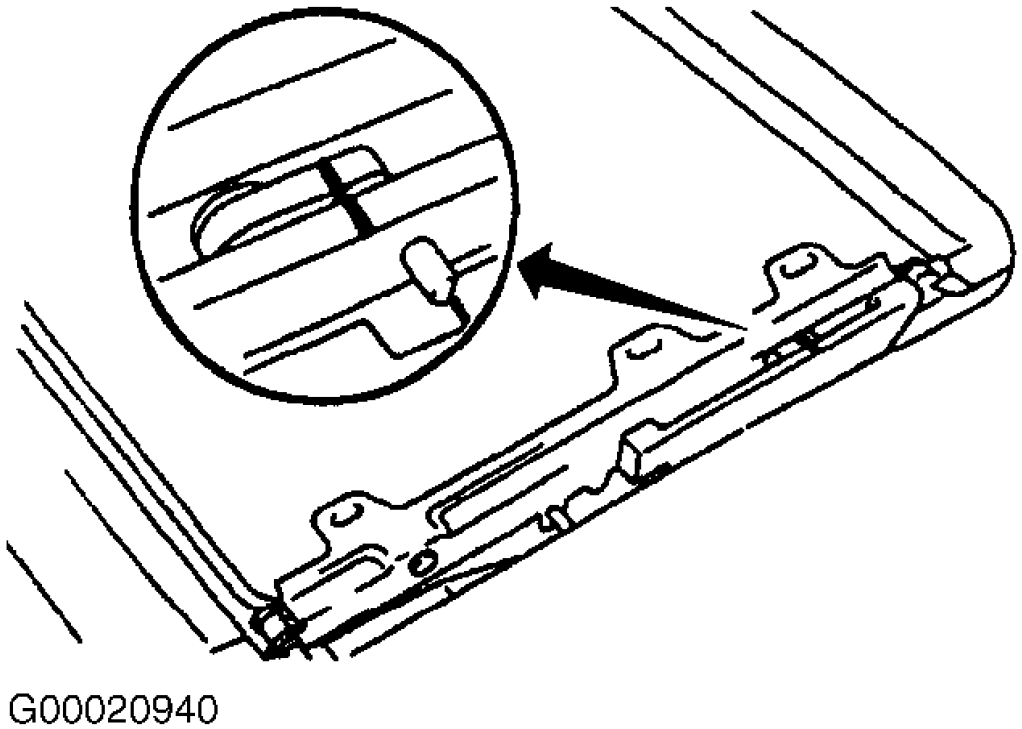

Fig. 60: Aligning Drive Cable (RAV4 4-Door)
2. To reassemble, adjust drive cables to a completely closed and tilted down position. Slide both cables forward or backward to align marks. See **Fig. 60** . Use butyl tape to cover cut in weatherstrip, between cable guide casings and guide rails. To complete reassembly, reverse disassembly procedure.